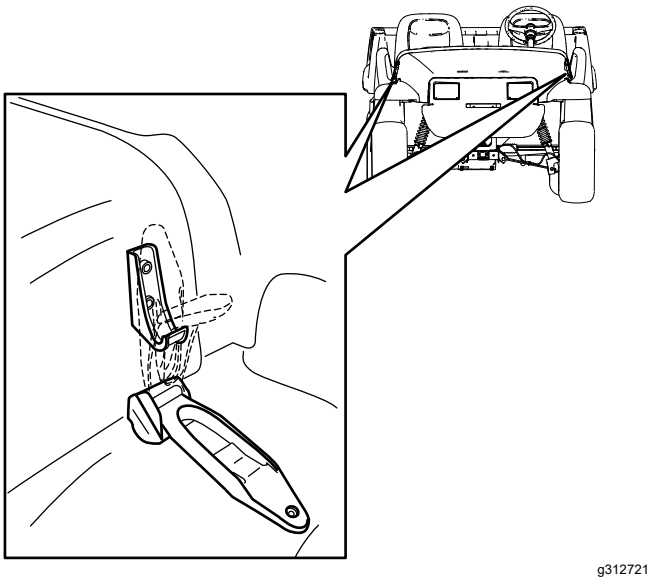

Figuur 21
1. Til de handgreep van de rubberen grendels aan weerszijden van de motorkap op (Figuur 21).
2. Bevestig de motorkap door de rubberen grendels uit te lijnen met de grendelbevestigingen aan weerszijden van de motorkap (Figuur 21).